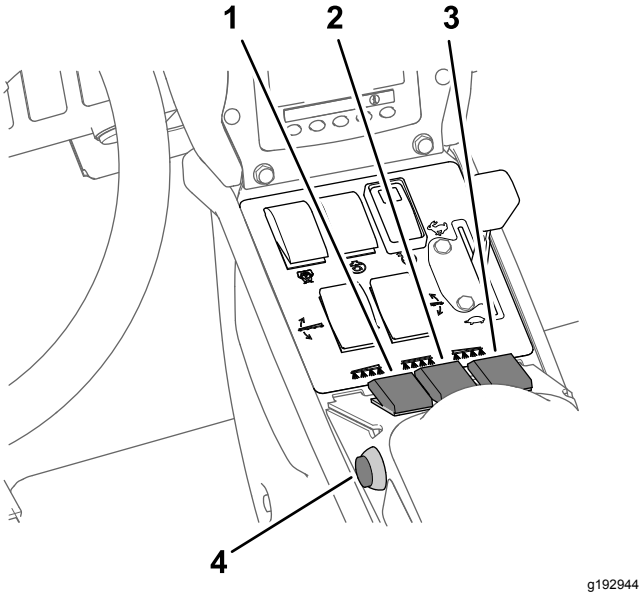

Figur 36
7. Slå PÅ omkopplarna för sprutsektionerna (Figur 36).
10. Kör i önskad hastighet och slå PÅ huvudsektionsomkopplaren för att börja spruta (Figur 36).
3. Stäng AV huvudsektionsomkopplaren. Se Figur 36 i Sprutning i spruthastighetsläget (sida 34).
7. Slå PÅ de enskilda sektionsomkopplarna (efter behov). Se Figur 36 i Sprutning i spruthastighetsläget (sida 34).
9. Kör i önskad hastighet och slå PÅ huvudsektionsomkopplaren för att börja spruta. Se Figur 36 i Sprutning i spruthastighetsläget (sida 34).